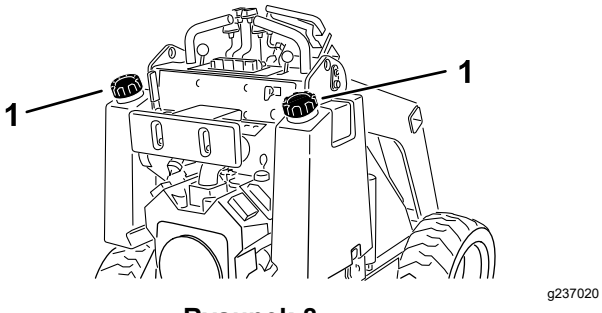

Rysunek 8
3. Oczyść okolice korka zbiornika paliwa, po czym odkręć korek (Rysunek 8).